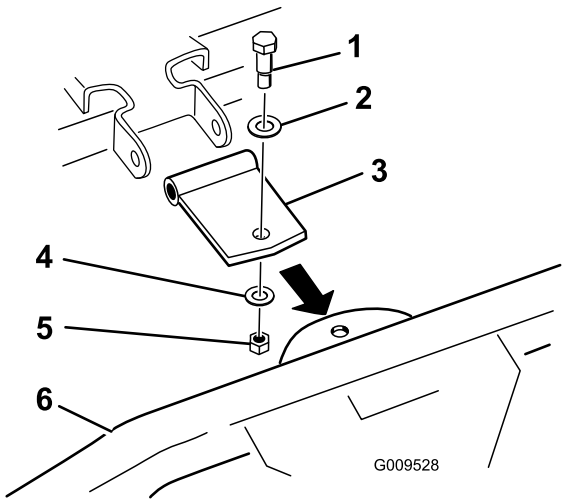

Bild 4
- Verwenden Sie die gerade Schwenkhalterung, siehe Bild 4, wenn die Halterung am Ende des Zahnrechen nach unten zeigt. Werfen Sie die gewellte Schwenkhalterung weg.